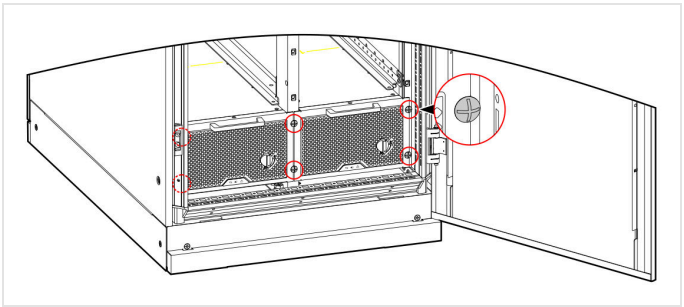

FIGURE 3-12 Fixing the module with its screws (circled)
4. Fix the module with its screws (Figure 3-12).